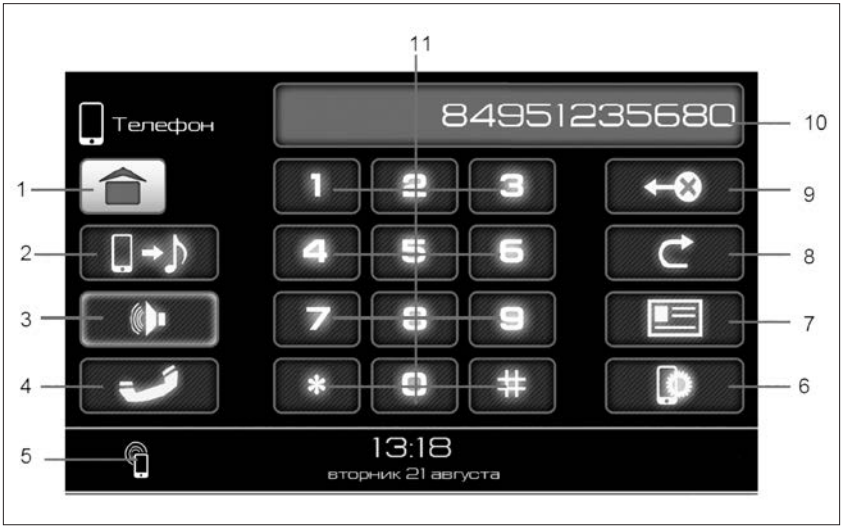
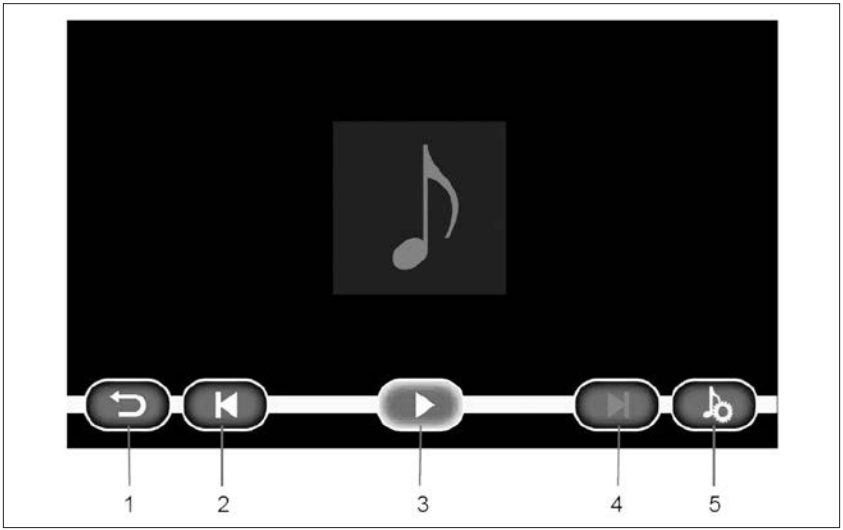

Рис. 62. Окно режима «Телефон»
Рис. 65. Окно проигрывания аудиофайлов с телефона
Нажмите кнопку **6** (рис. 62) для подключения телефона по каналу Bluetooth (BT) и произведите действия, описанные в разделе режим **«НАСТРОЙКА».**
Выберите режим работы нажатием кнопки **«Телефон»** (рис. 53) в главном меню на дисплее. Наберите номер, используя цифровую клавиатуру (кнопки 11, рис. 62). Для исправления ошибок набора используйте кнопку 9 (рис. 62). Однократное нажатие удаляет последний введенный символ. Удержание кнопки **9** более одной секунды позволяет удалить все введенные символы. Нажмите кнопку **4** (рис. 62) для вызова абонента, при этом появляется окно диалога. Для завершения разговора нажмите кнопку **4** (рис. 62). Для повтора последнего набранного номера нажмите кнопку **8** (рис. 62).
Для перехода в окно телефонной книги нажмите кнопку **7** (рис. 62). При первом подключении будет осуществлена загрузка телефонной книги из вашего телефона. Время загрузки зависит от размера телефонной книги и может занять несколько минут. Фотографии контактов с телефона не переносятся.
Переключиться в этот режим можно, нажав кнопку **2** (рис. 62). Экран проигрывания аудиофайлов с телефона аналогичен экрану воспроизведения аудиофайлов с SD и USB-карты памяти и имеет кнопки управления, указанные на рис. 65. Информация о проигрываемом файле не отображается.
При нажатии кнопки старта воспроизведения (кнопка **3**, рис. 65) в телефоне в фоновом режиме запускается плеер, открыв который можно увидеть информацию о проигрываемом треке. Управление проигрыванием можно осуществлять из плеера телефона.